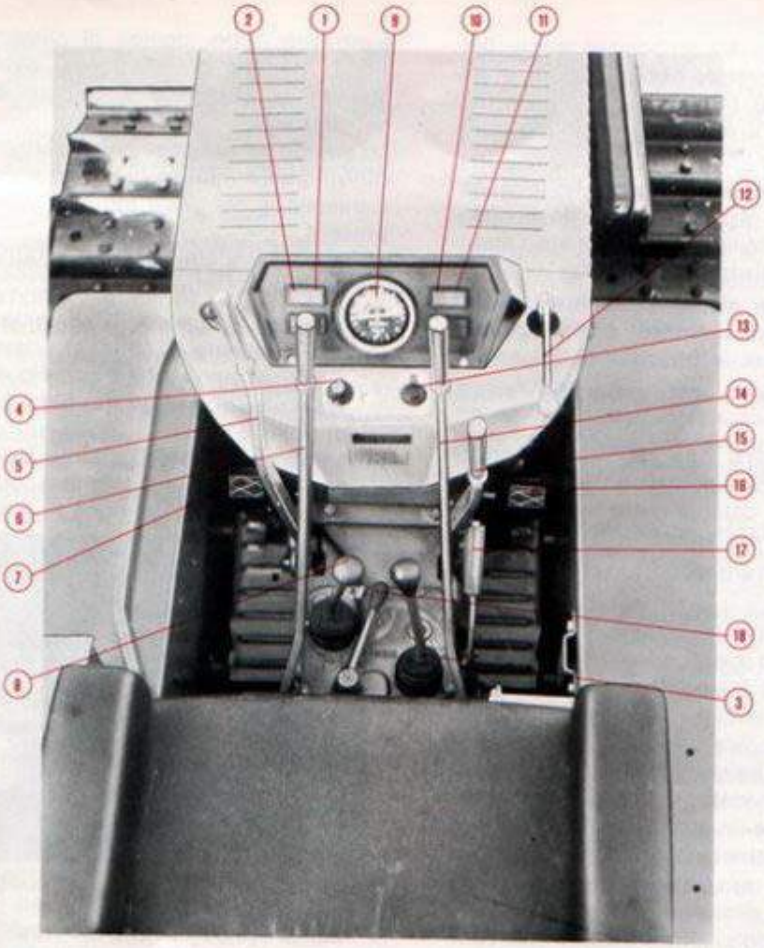

Fig. 1 - Apparecchi e comandi
4) Introdurre la chiave nell'interruttore generale (13 Fig. 1) e ruotarla in senso orario sul 2.
La sua azione è effettiva solo quando la chiave è infilata a fondo nell'interruttore generale (13 Fig. 1) e viene ruotata in senso orario in corrispondenza dell'1.
— la frizione doppia a comandi separati (15 Fig. 1)
Le frizioni di sterzo si disinnestano spostando indietro le apposite leve di comando (6 e 14 Fig. 1).
I pedali dei freni (7 e 16 Fig. 1), dopo il disinnesto delle frizioni di sterzo, premuti contemporaneamente, permettono l'arresto della trattrice; mentre, premuti separatamente, permettono la sterzata.